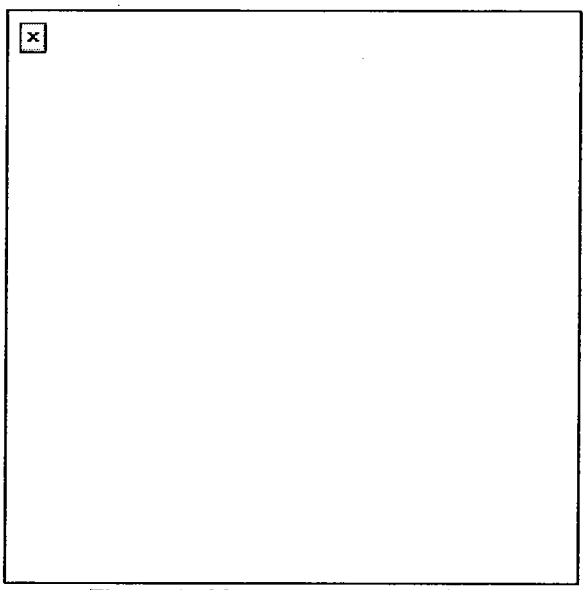

Figure 4. Movement past window.
(1) The right way to pass first-floor windows is to stay as close to the building as possible. When the window is reached, duck the head well below the window.
(2) Always take care not to be silhouetted in a window (Figure 4).